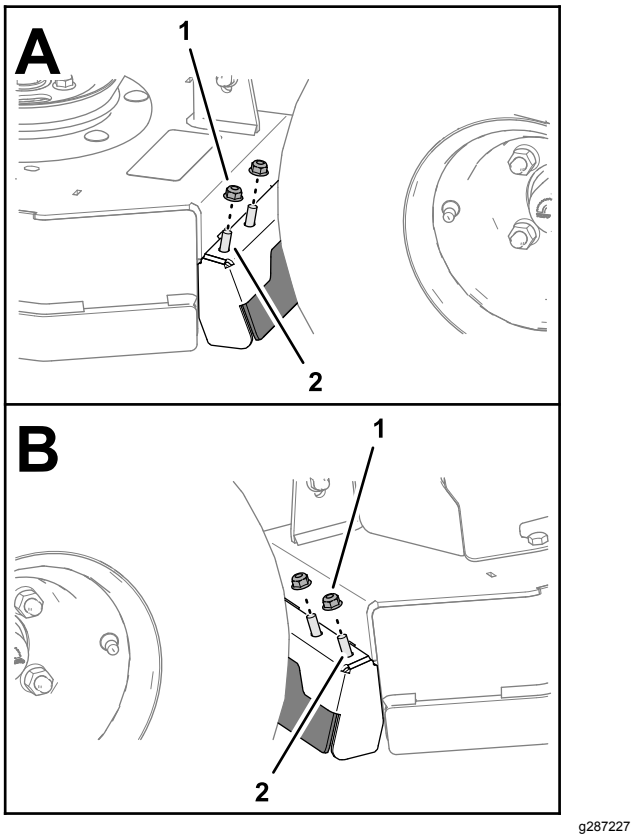

Figure 46
1. Remove the 2 flange locknuts (5/16 inch) that secure the left baffle support (Figure 46).
2. Remove the 2 flange locknuts (5/16 inch) that secure the right baffle support (Figure 46).